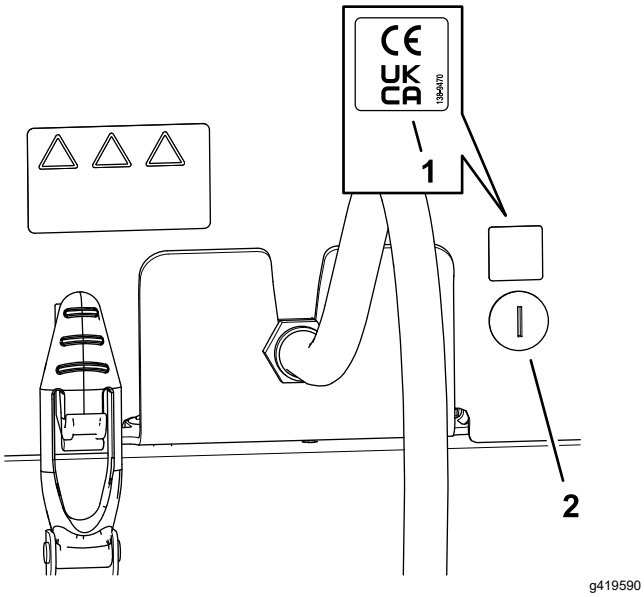

Figuur 35
1. Maak de motorkap schoon rondom de motorkapsluiting en laat de motorkap drogen. Gebruik hierbij schoonmaakalcohol en een schone doek (Figuur 35).